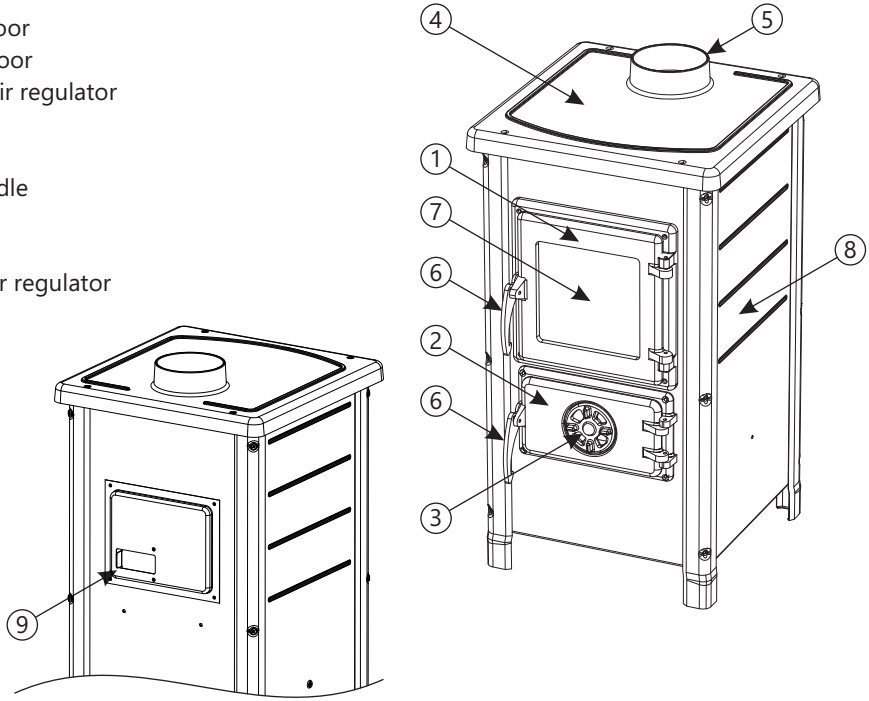

Figure 1
- Figure 1 shows the stove with components essential for use.
Stove components (Figure 1)